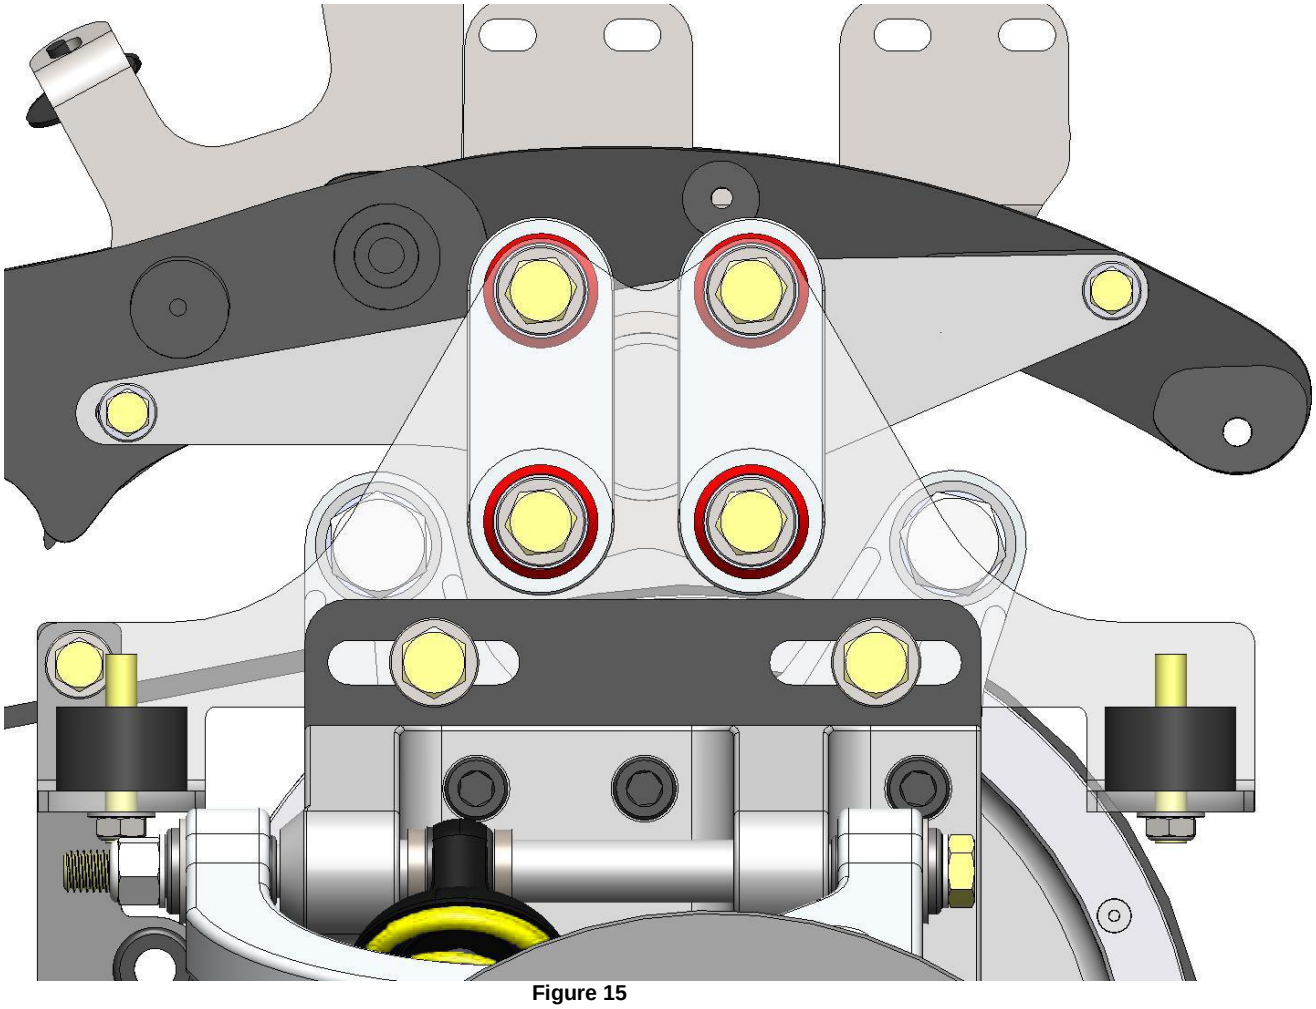

Figure 15
a. Prior to Torquing down the top 1/2" bolts, ensure that vibration rockers are close to vertical (+ or - a few degrees is not a problem) as shown in Figure 15.